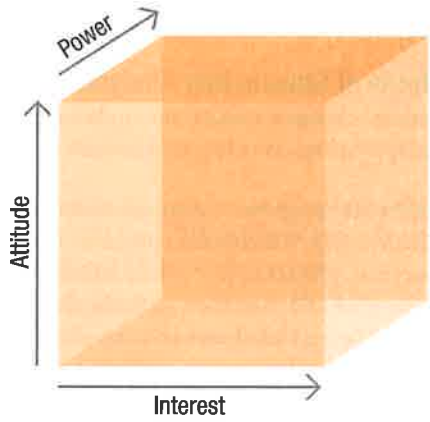

FIGURE 13.3 *Stakeholder cube*
- **Stakeholder cube**[4] This three-dimensional model is used to represent aspects or dimensions of a stakeholder group. An example is shown in figure 13.3.